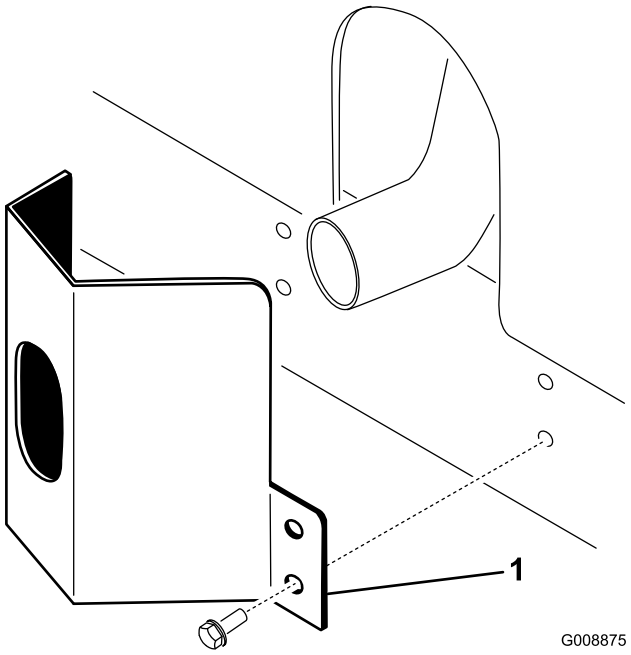

Figuur 9
1. Plaats het uitlaatscherm om de geluiddemper en zorg ervoor dat de montageopeningen en de openingen in het frame zich recht tegenover elkaar bevinden (Figuur 9).
2. Bevestig het uitlaatscherm aan het frame met 4 zelftappende schroeven (Figuur 9).